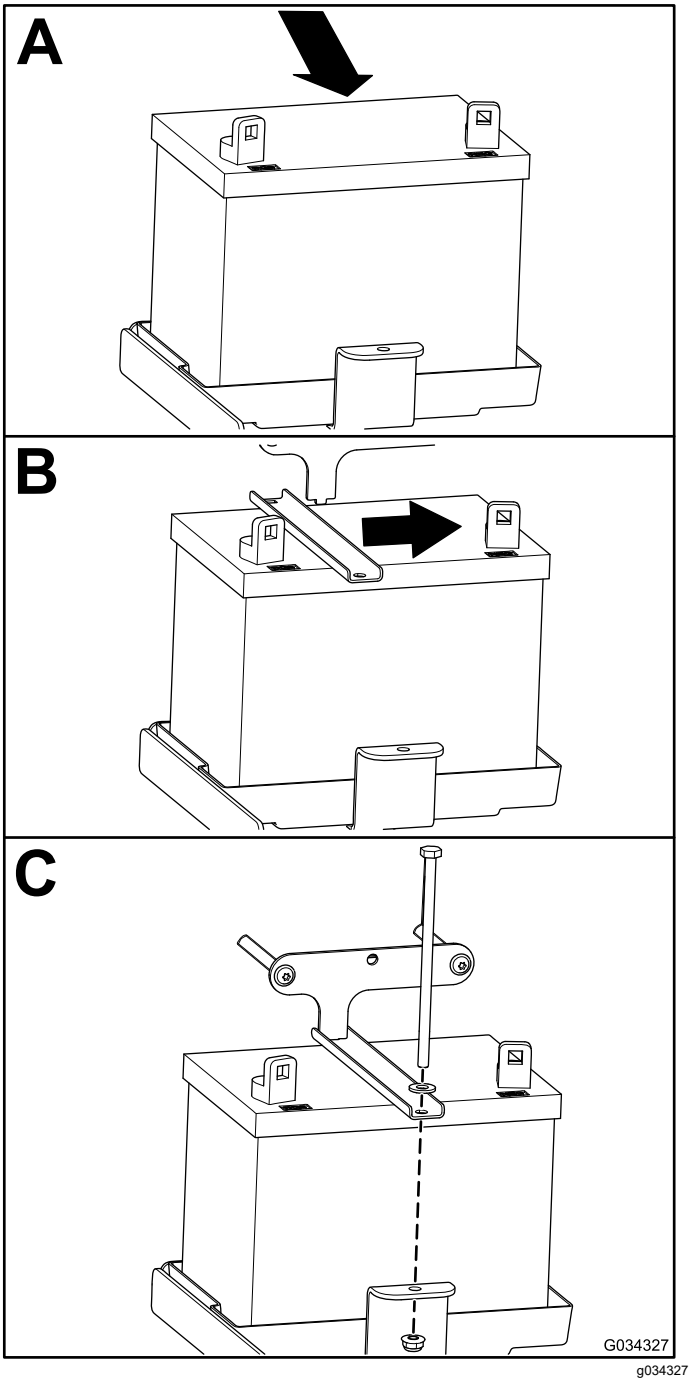

Figur 49
1. Montera batteriet enligt Figur 49.